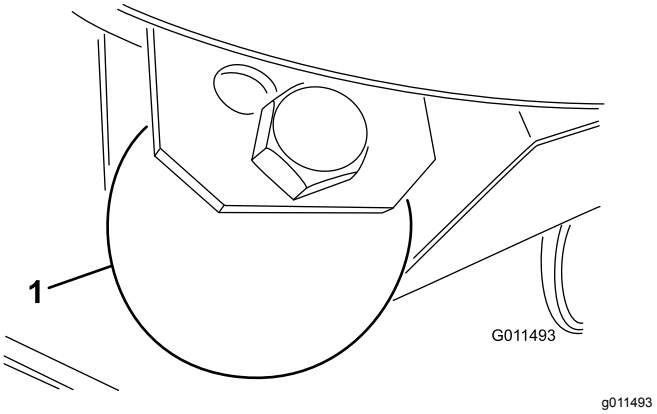

Figur 29
1. Lossa bulten och muttern som håller fast klipphöjdshjulet på klippenhetens fästen (Figur 29).